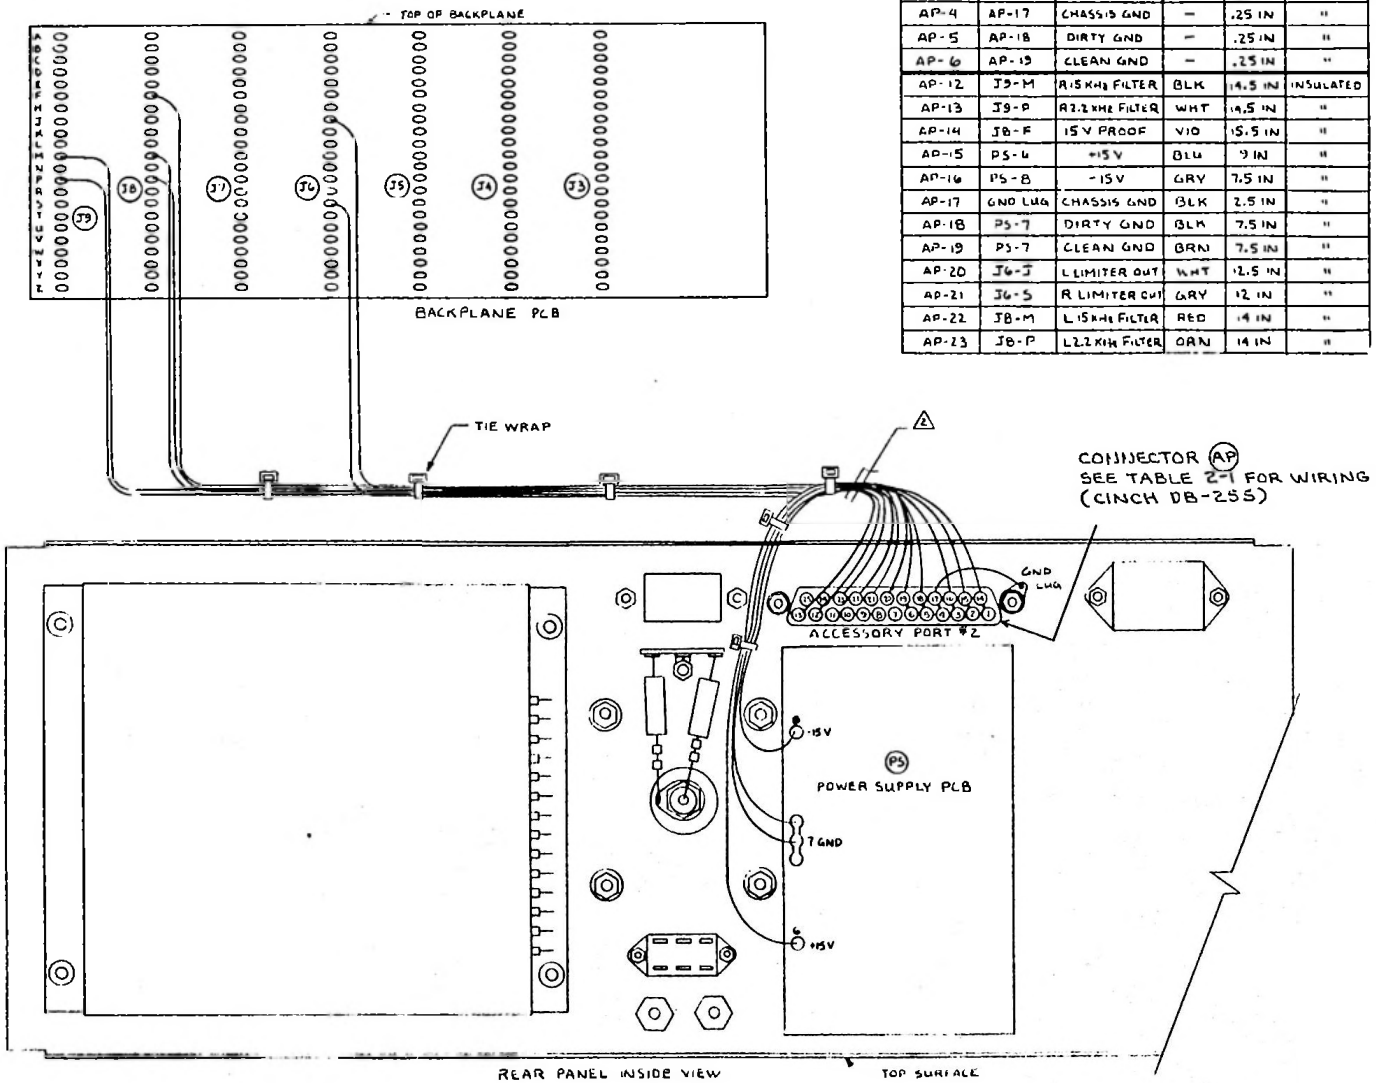

Fig. 2-4: Accessory Port #2 Installation
b) Install the connector in the rear-panel hole marked "ACCESSORY PORT 2" with the hardware provided (see Fig. 2-4). Note the orientation of the connector. Dress the wires as shown, adjusting the cable ties as needed. Connect each wire to the mother board as indicated in the table in Fig. 2-4.